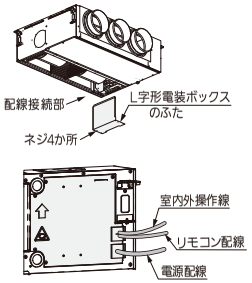

図15
- 吸込み側内部より L 字形電装ボックスのふたをはずしてください。（ネジ 4 か所）（図 15）